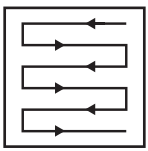

**Fig. 18**
5. Corte el césped en pasadas que se solapen ligeramente. El patrón más eficaz para cortar el césped es en pasadas rectas paralelas a uno de los lados. De esta forma, las pasadas serán regulares y se asegurará de cortar todo el césped sin dejarse ninguna zona (Fig. 18).